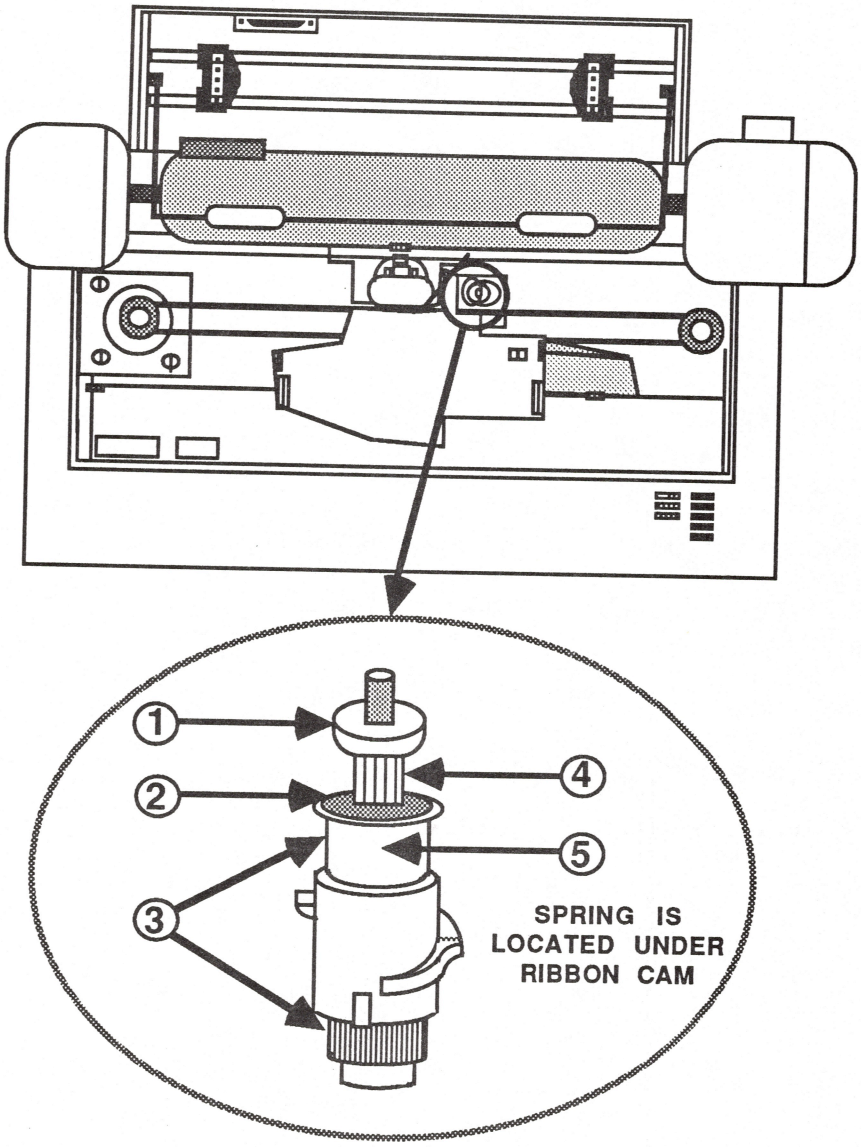

FIGURE 6
3. Remove the lock nut (See Figure 6, #1).
4. Remove the retaining clip with a pair of small needlenose pliers (see Figure 6, #2) and take off the two washers.
5. Lift off the ribbon cam (see Figure 6, #3), turning it until it is free from the ribbon plate.
6. Remove the adjustment nut (see Figure 6, #4).
7. Remove the spring (see Figure 6, #5).
1. Replace the spring (see Figure 6, #5).
2. Replace the adjustment nut (see Figure 6, #4).
3. Slide on the ribbon cam (see Figure 6, #3) so that the ridge on the cam is between the two tabs on the ribbon plate.
4. Replace the two washers and the retaining clip (see Figure 6, #2).
5. Replace the lock nut (see Figure 6, #1).